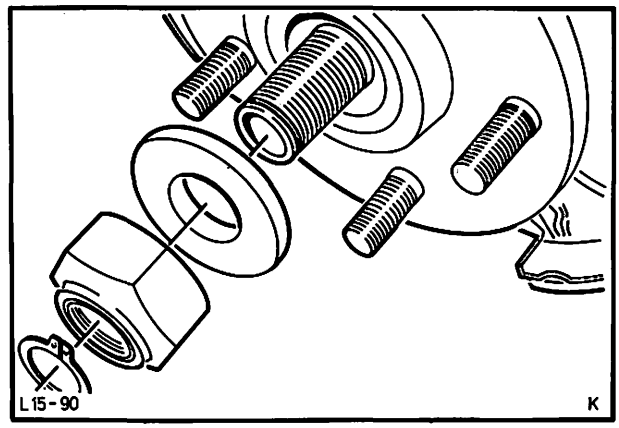

Abb. 139 Flansch – Antriebswellenstumpf und Scheibe aufschieben. Achsmutter aufschrauben
8. Flansch – Antriebswellenstumpf und Scheibe aufschieben, Abb. 139. Achsmutter so weit anziehen, bis der Antriebswellenstumpf spielfrei in der Radnabe sitzt.